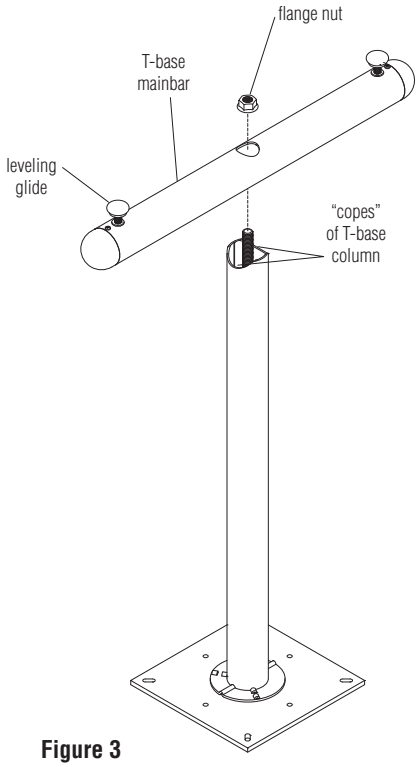

Figure 3
5. Position the T-base mainbar over the T-base column, aligning the center hole in the mainbar with the threaded rod and set mainbar down until it rests into the copes in the T-base column. Make sure that the leveling glides in the mainbar are facing away from the mounting plate, as illustrated (Figure 3).